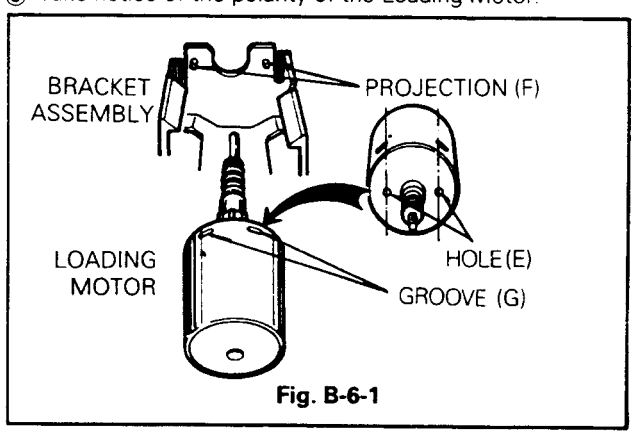

Fig. B-6-1
6. Loading Motor Assembly(Fig. B-6-1, B-6-2)
① Make sure that the worm assembly is seated in the axis of Loading Motor.
② Two grooves(G) of Loading Motor should be turned up and two projections(F) of Bracket Assembly should be seated in each at the two holes(E)(Fig. B-6-1).
③ Take notice of the polarity of the Loading Motor.